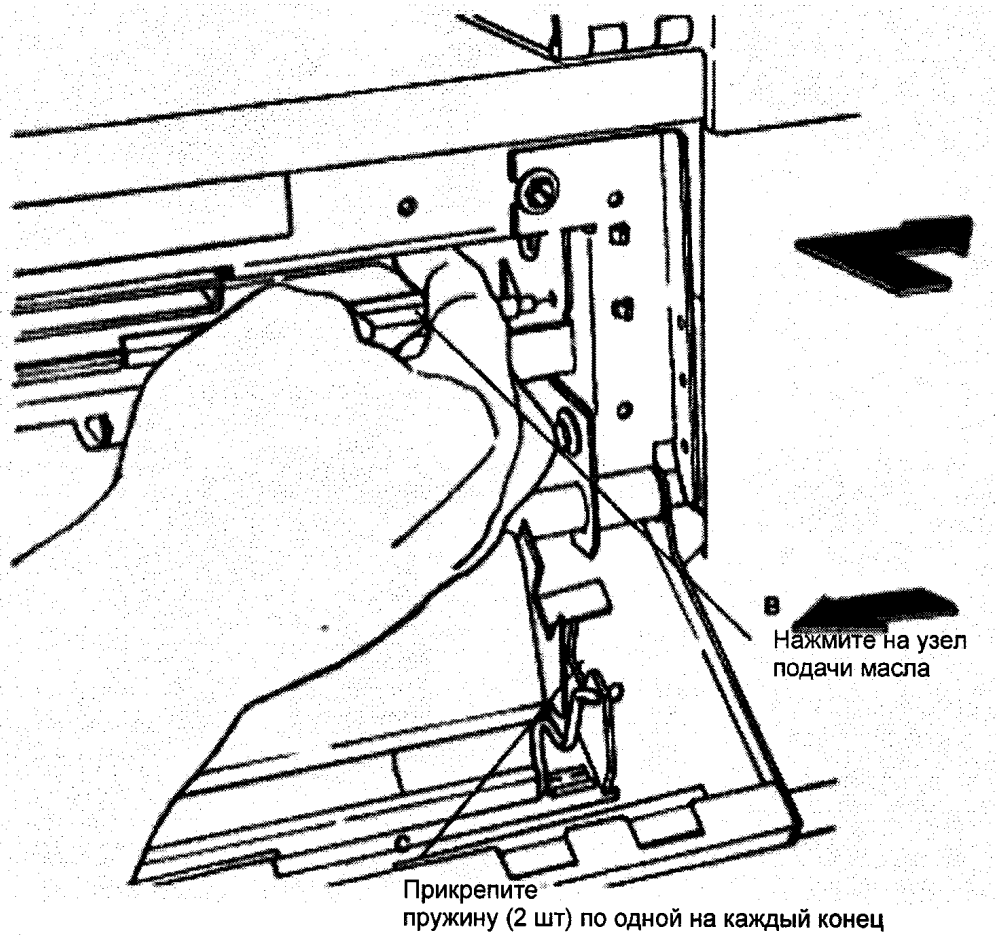

Рис. 15 Установка узла подачи масла
25. (РИС. 15): УСТАНОВИТЕ ПРАВУЮ СТОРОНУ УЗЛА ПОДАЧИ МАСЛА.